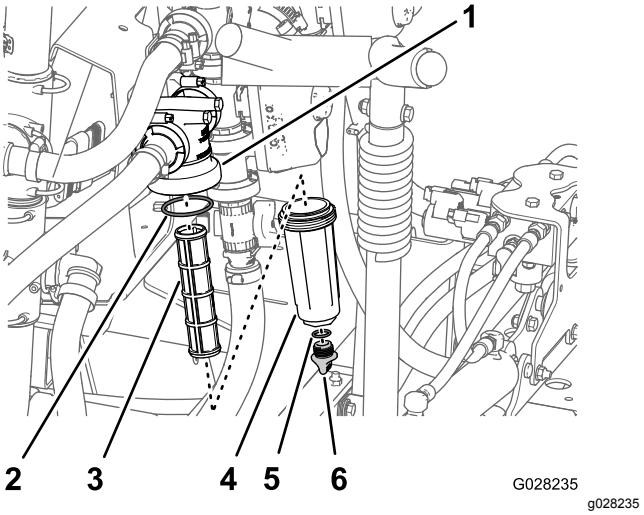

**Рисунок 94**
2. Поместите сливной поддон под фильтр линии нагнетания (Рисунок 94).
3. Поверните маслосливную пробку против часовой стрелки и снимите ее со стакана фильтра линии нагнетания (Рисунок 94).
4. Поверните стакан против часовой стрелки и снимите его с головки фильтра (Рисунок 94).
5. Извлеките старый элемент фильтра линии нагнетания (Рисунок 94).
6. Проверьте уплотнительное кольцо пробки сливного отверстия (расположенное внутри стакана) и уплотнительное кольцо стакана (расположенное внутри головки фильтра) на повреждения и износ (Рисунок 94).
7. Вставьте новый элемент фильтра линии нагнетания в головку фильтра (Рисунок 94).
8. Установите стакан на головку фильтра и затяните его вручную (Рисунок 94).
9. Установите пробку в стакан и затяните ее вручную (Рисунок 94).